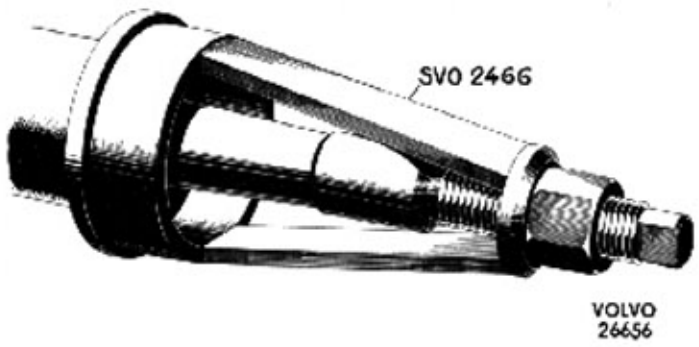

Bild 46 A-5. Demontering av drivaxel
1. Ta bort hjulet och bromstrumman (senare utförande). Dra av hjulnavet med avdragare SVO 2455. Använd därvid SVO 2581 som skydd för axeländan, se bild 46 A-4. Ta bort bromssköiden efter att ha placerat en träklots under bromspedalen och lossat bromsledningen från skölden.
2. Dra ut drivaxeln, bild 46 A-5. Använd utdragare SVO 2466.